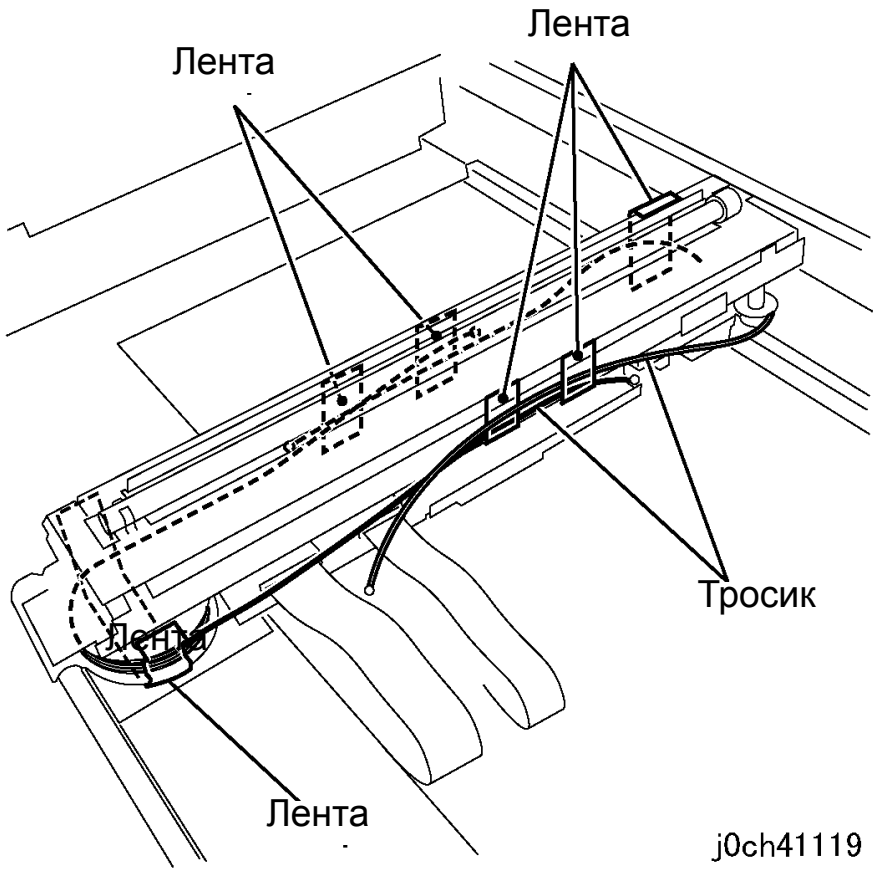

Рисунок 1 Снятие тросиков (j0ch41119)
2. Снимите ленту и снимите передний/задний тросик каретки (рисунок 1).